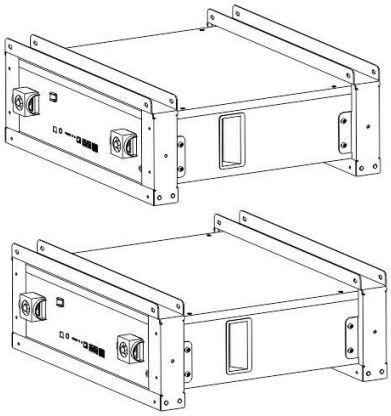

Figure 3-5
3. Install another module as the same method,don’t tighten the screw first, put it on top of the first battery,as shown in Figure3-5.